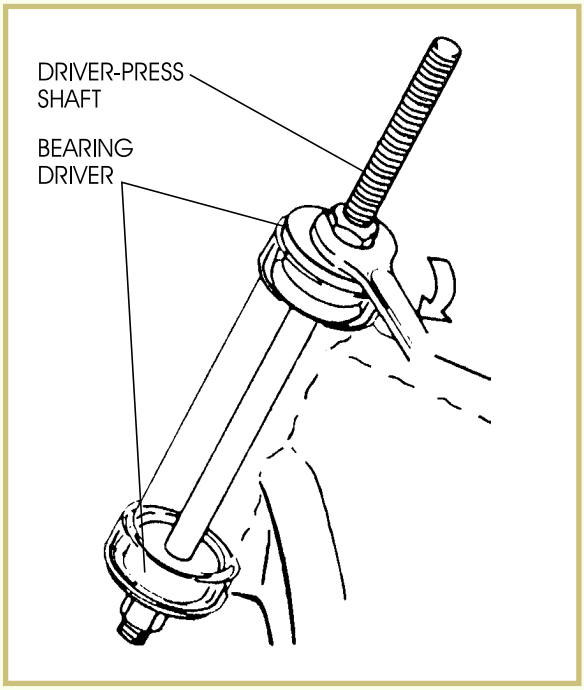

FIGURE 47—The installation of the steering-stem bearing races using a special tool is shown here. (Courtesy Kawasaki Motor Corp., U.S.A.)
1. Use the special driver-press shaft and bearing drivers to drive the outer-bearing races into the head pipe until they stop at the stepped portion machined in the head pipe (Figure 47).